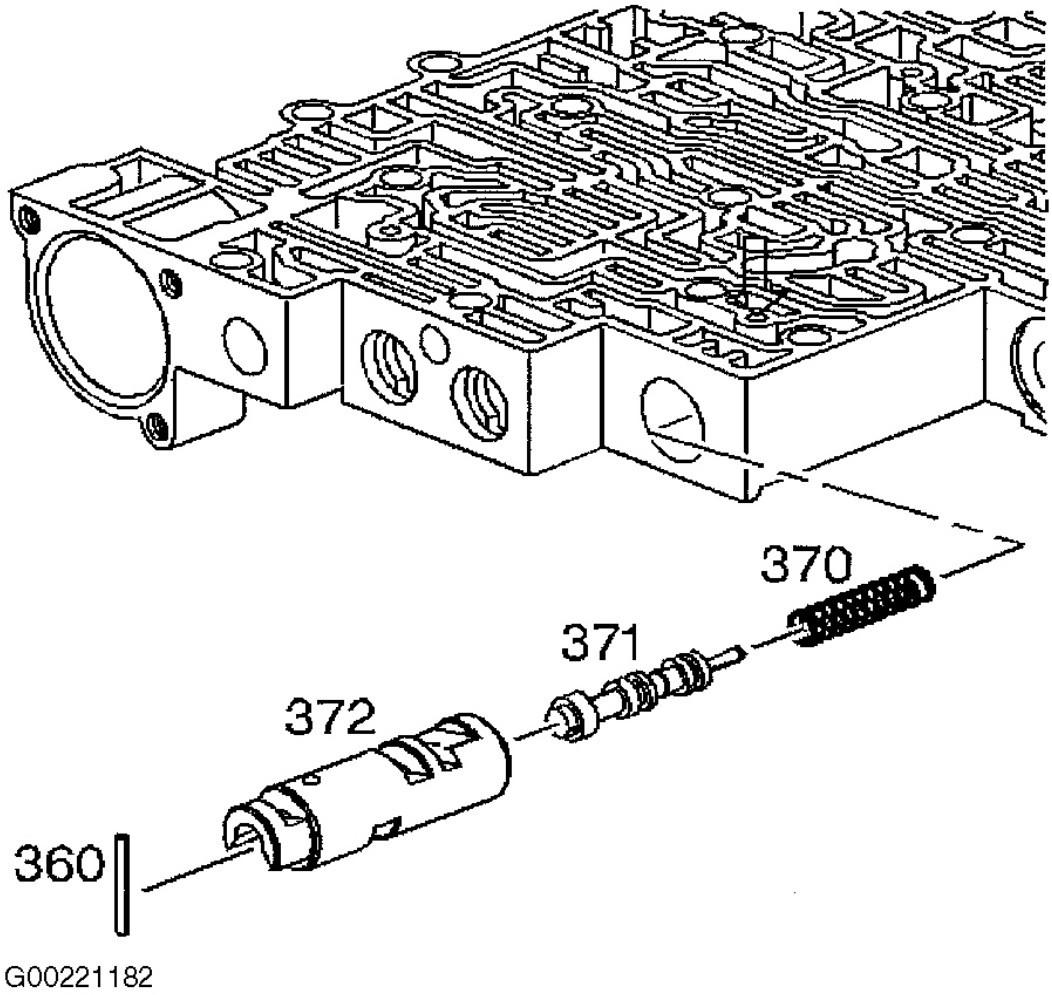

Fig. 66: Removing/Installing 1-2 Accumulator Assembly
5. Remove the coiled spring pin (360). Remove the 1-2 accumulator valve sleeve (372). Remove the 1-2 accumulator valve (371) and the 1-2 accumulator valve spring (370). See **Fig. 66** .